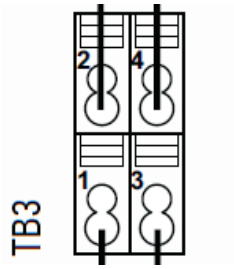

Fig.: 2-pin terminal TB3 (Source: Gefran)
4. Connect the other inverters to each other in the same way (see Figure: 2-pin terminal TB3)